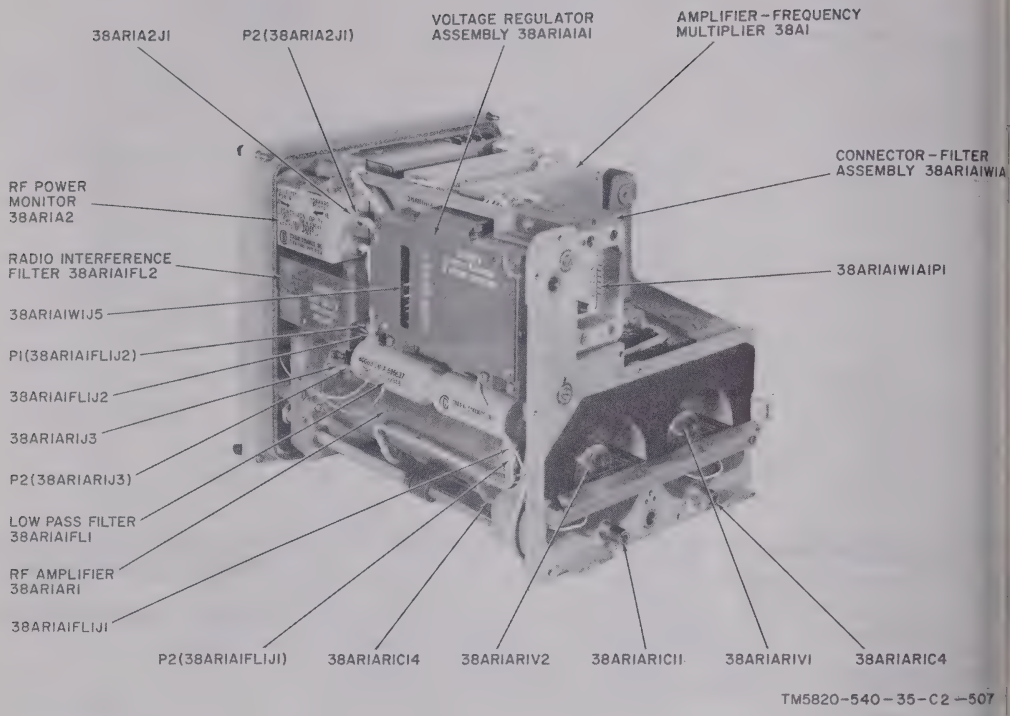

Figure 3-62. Band III transmitter RF head, side view.
(1) Disconnect P2 (38AR1AR1J3) from 38AR1AR1J3 on radio frequency amplifier 38AR1AR1 (fig. 3-62).